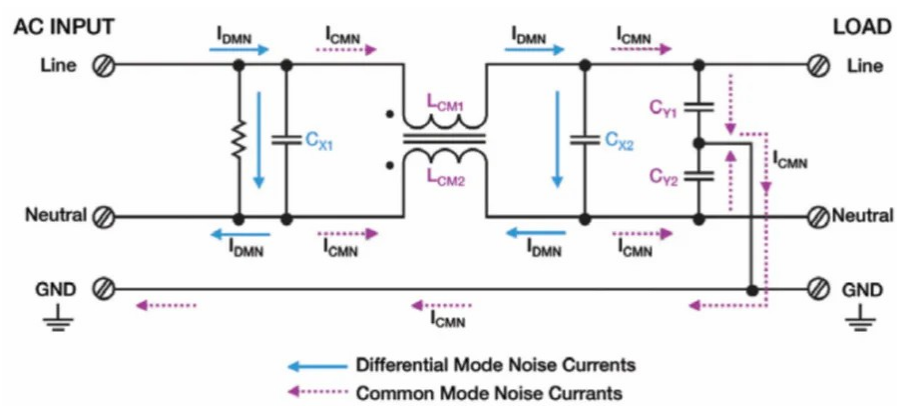

Figure 2: AC filter noise path.
The first stage of the OBC is the EMI filter. During this stage AC power is filtered to remove any unwanted noise from the typical AC sine wave that is expected. At the input of our system , whether it is connected to home mains plug or to high power three phased charging station, the input can present some imperfections.Radiated EMI from other components can also be picked up on power cabling, adding to conducted levels. The system can experience at its input mainly two types of Electromagnetic interference (EMI) which are Differential Mode (DM) and Common Mode (CM) Noise.(Figure 2)